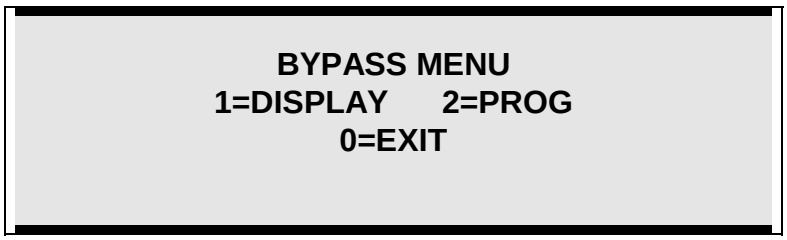

Figure T7
2. Figure T7 is now displayed. The ByPass LED will flash at 120 PPM.